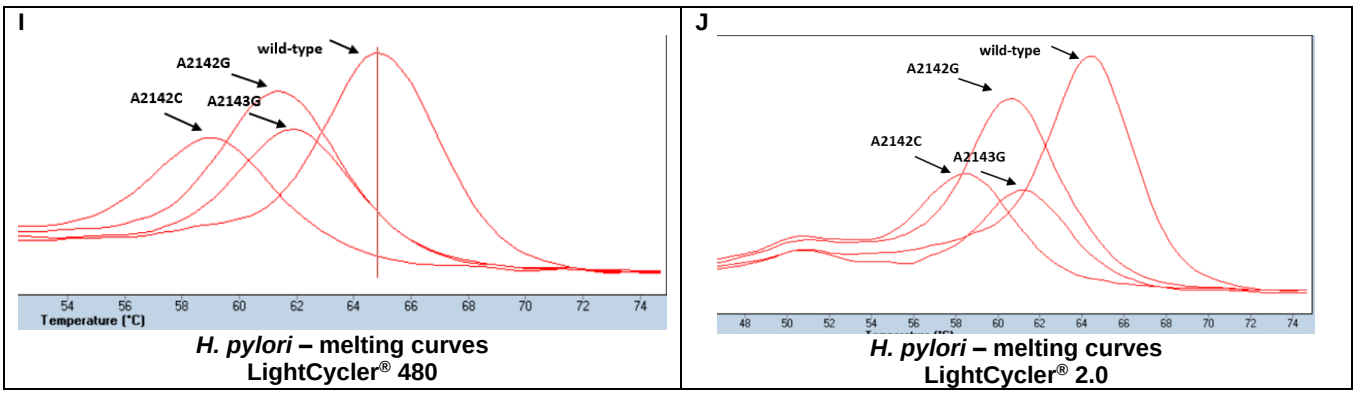

Fig. 1 Amplification and melt curves obtained with *H. pylori* DNA
Always perform analyses of stool samples in duplicates. In cases where only one out of two reactions is positive for *H. pylori,* the sample should be considered as positive. In some patients, a double infection with the wild type and a mutant may be present. In this case (Figure 1 G, H), the formation of a double peak in the melting curve occurs.
12.3. No peak separation due to mixed infection (Fig. 1 G, H)